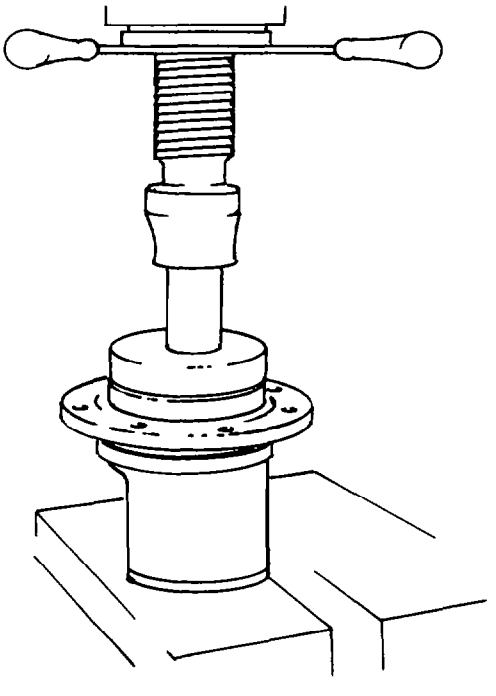

Fig. 312 — Installing Left-hand Bearing Cup
a. Using a hydraulic press install the left-hand bearing cup into the bearing retainer housing (see fig. 312).